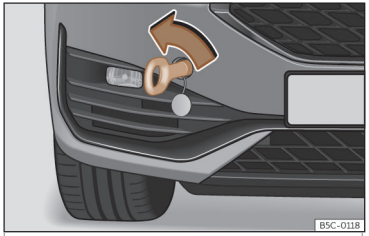

Fig. 48 Paraurti anteriore destro: occhiello di traino avvitato.
- Avvitare l'occhiello di traino nell'alloggiamento, ruotandolo fino in fondo **in senso antiorario**››› **fig. 48** ››› ❶. Utilizzare un oggetto idoneo per avvitare completamente e saldamente l'occhiello di traino nel suo alloggiamento.